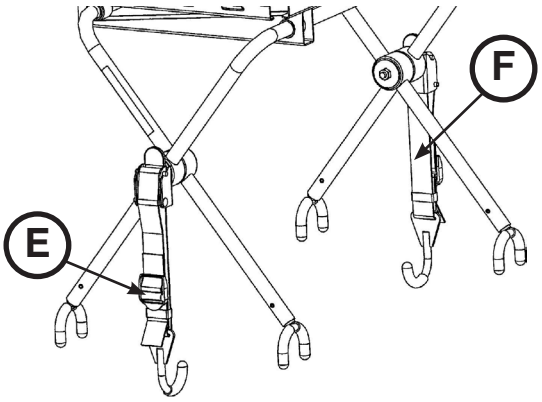

Figura 59
- Si la plataforma para desfibrilador no se sujeta de forma segura a la camilla cuando se colocan los dos ganchos de cierre o si no puede sujetar los ganchos de cierre alrededor de la estructura de la plataforma de la camilla, desenganche la pestaña (E), afloje o apriete la correa (F) hasta lograr el ajuste correcto y, a continuación, empuje la pestaña (E) hacia arriba hasta que quede bloqueada en el sitio correcto con un chasquido audible (Figura 59).